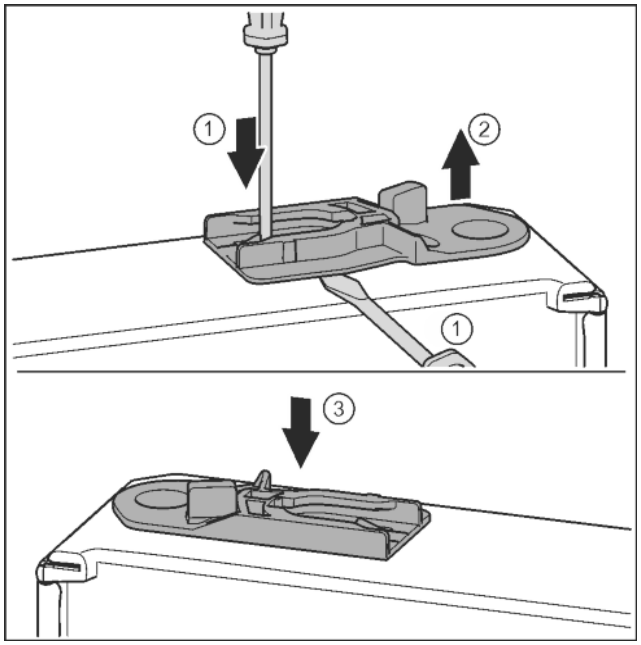

Fig. 37
- ▶ Sortir la douille de guidage : Pousser la languette avec un tournevis plat et la faire passer simultanément sous la douille de guidage avec un tournevis plat. *Fig. 37 (1, 2)*
- ▶ Pousser la douille de guidage fournie à la livraison de l'autre coté du logement. *Fig. 37 (3)*